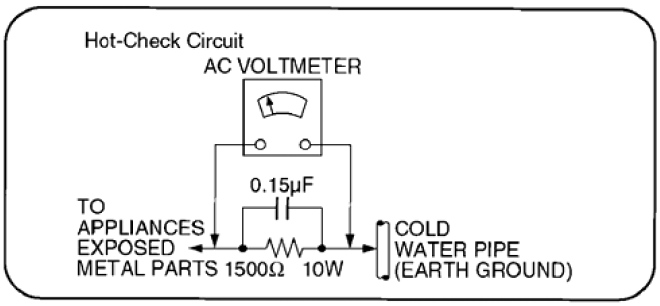

Figure 1
2. Connect a 1.5kΩ, 10 watts resistor, in parallel with a 0.15μF capacitor, between each exposed metallic part on the set and a good earth ground such as a water pipe, as shown in Figure 1.